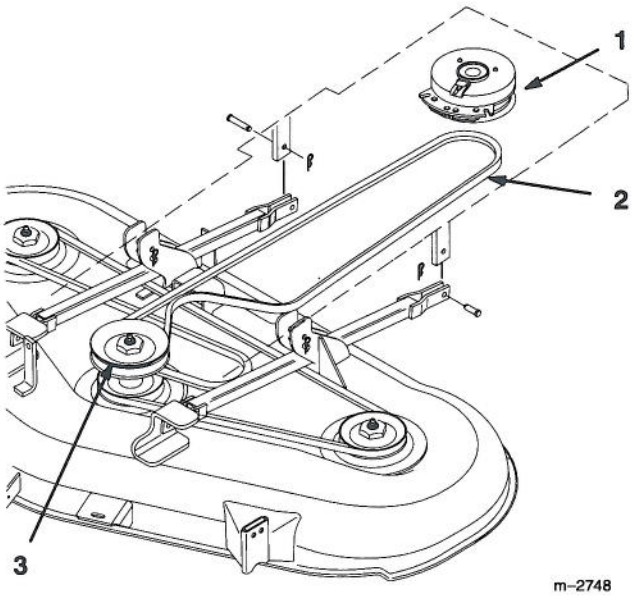

Figure 28
3. Remove the worn drive belt (Fig. 28).
4. Install the new drive belt onto the traction unit PTO clutch pulley and the top groove of the center spindle pulley (Fig. 28).